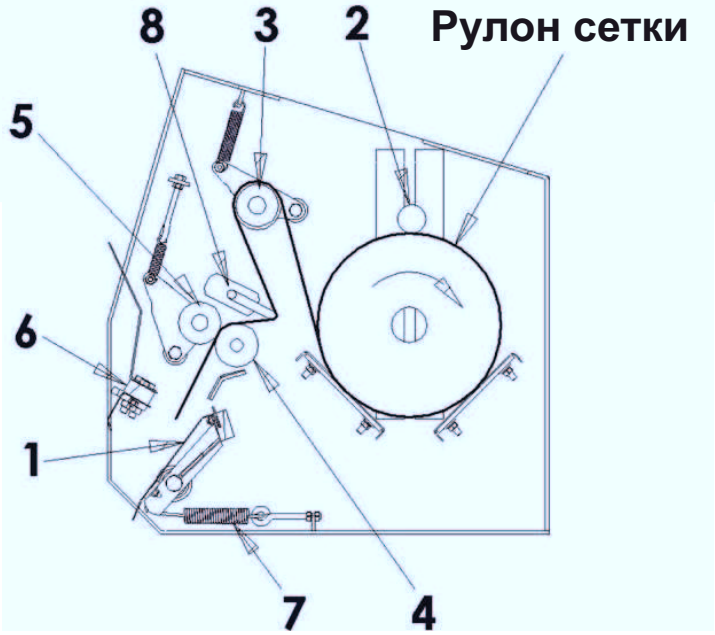

Рис. 10 Способ установки сетки.
3.5.1 УСТАНОВКА СЕТКИ. Для установки сетки следует (рис. 10):
- поднять и опустить заднюю крышку для открытия ножа (1)
- на ролик положить прут (2), играющий роль тормоза сетки
- сверху на ролик установить штангу для разводки (3)
- провести сетку под штангой для разводки (8)
- ввести конец сетки между резиновый ролик (4) и прижимной ролик (5)
- протянуть несколько сантиметров ниже противоножа (6).
Запуск механизма обмотки рулонов сеткой (рис. 10, 11) осуществляется тросом из кабины трактора с помощью рычага (8). Трос следует потянуть в момент достижения на указателе А (рис. 4) конца желтого поля. Натягивающее плечо с промежуточным диском (9) прижимается к дискам (10 и 11), передавая привод от вала (диск 10) на резиновый ролик (диск 11). Одновременно привод передается с помощью резинового ролика на ременный шкив со ступицей с резьбой (12) через клиновидный ремень. Вращающийся резиновый ролик (4) вместе с прижимным роликом (5) начинает подавать сетку в камеру прессования.